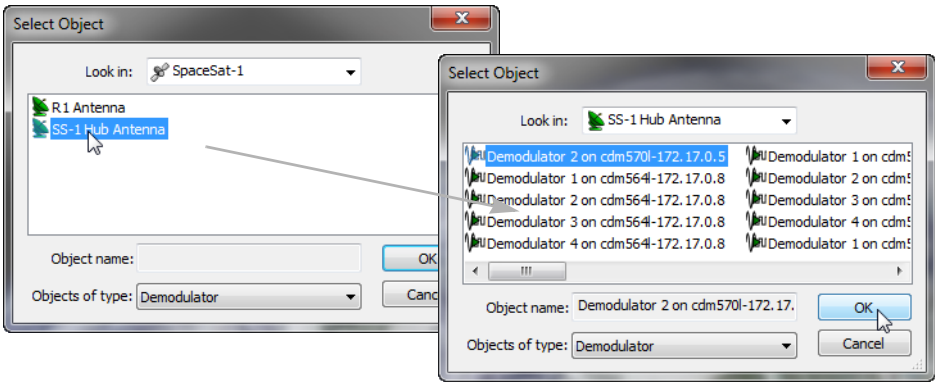

Figure 3-65 Select Uplink Demodulator
10. In the Select Object window that opens, double-click on the **Antenna** icon for the Hub site to view the associated demods (figure 3-65).